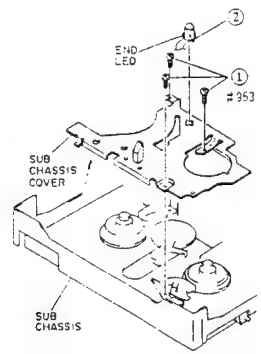

Fig. 2-44
1. Remove three (3) screws holding the sub chassis cover. (See Fig. 2-44)
2. Release one (1) tab and remove the end LED from the sub chassis cover.